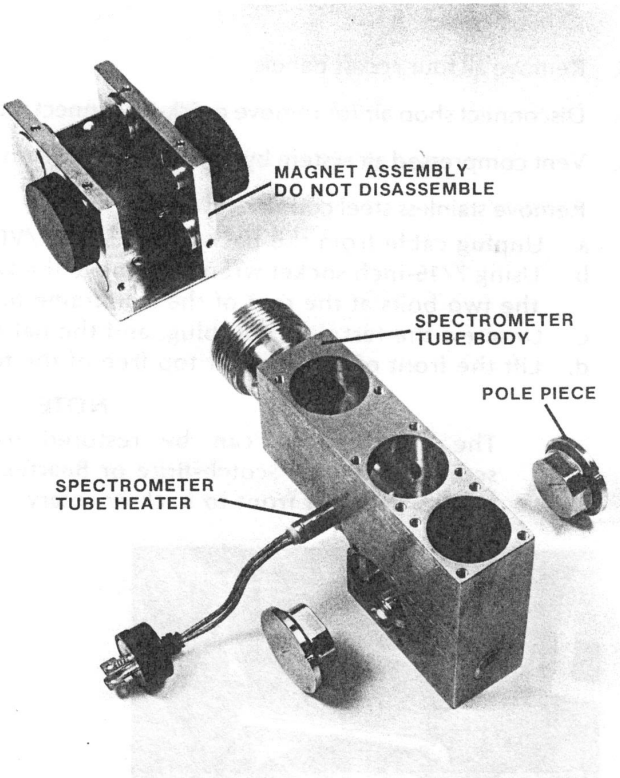

Figure 6-10a. Magnet Assembly, Heater and Pole Pieces
2. Remove the compression fitting parts and the three mounting screws and take off the magnet assembly (Figure 6-10a). DO NOT DISASSEMBLE THE MAGNET.